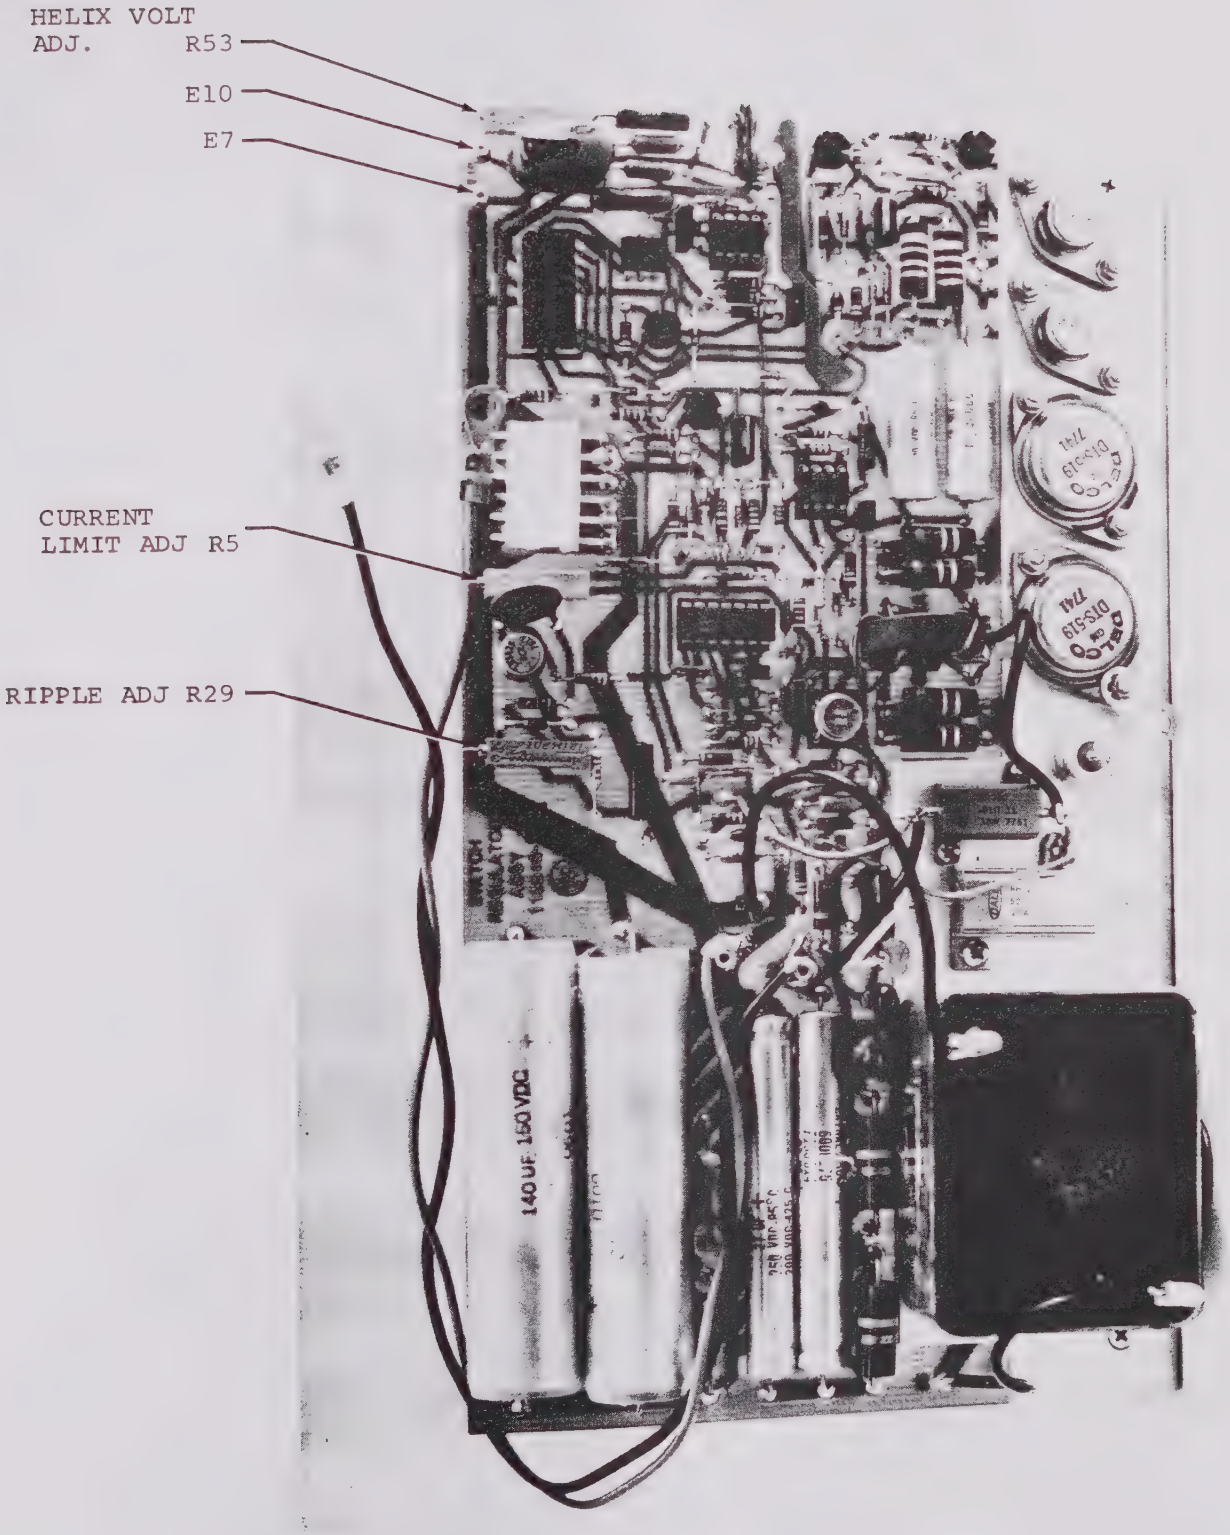

FIGURE 6-5 SWITCH REGULATOR PWB A3 ADJUSTMENTS AND TEST CONNECTIONS
6.3.4.7 Final Settings of Heater Voltage, Cathode To Helix Voltage and Collector Voltage. Proceed as follows: (Ref. Fig. 6-5)
c. Remove jumper from A3E7 to A3E10 of Switch Regulator A3 (Figure 6-5) if previously installed.
j. If voltage needs adjustment, refer to Figure 6-5 and adjust A3R53 on Switch Regulator (A3) to the voltage indicated in step h.